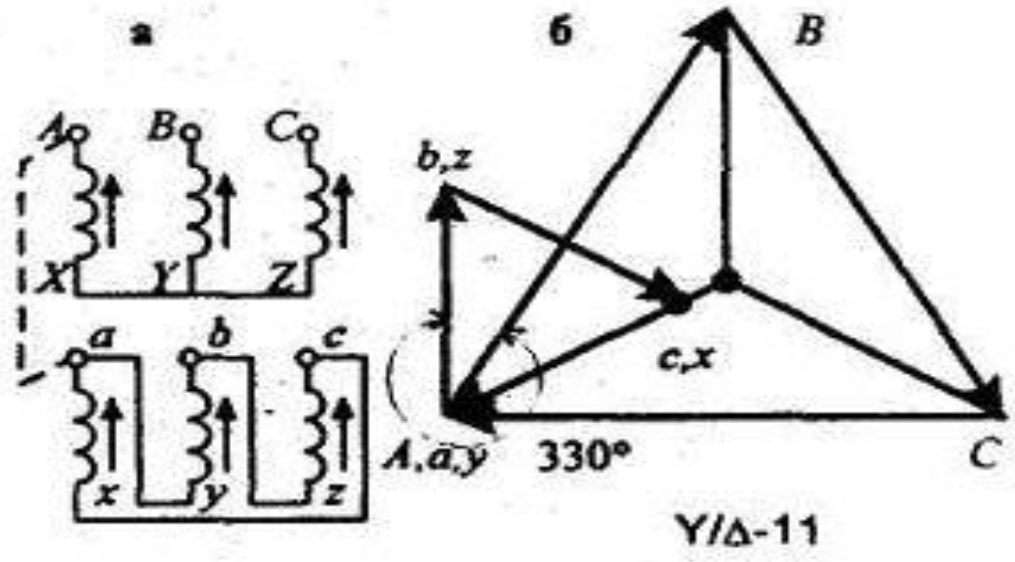

Рис. 7
- В качестве примера рассмотрим схему, представленную на рис. 7.